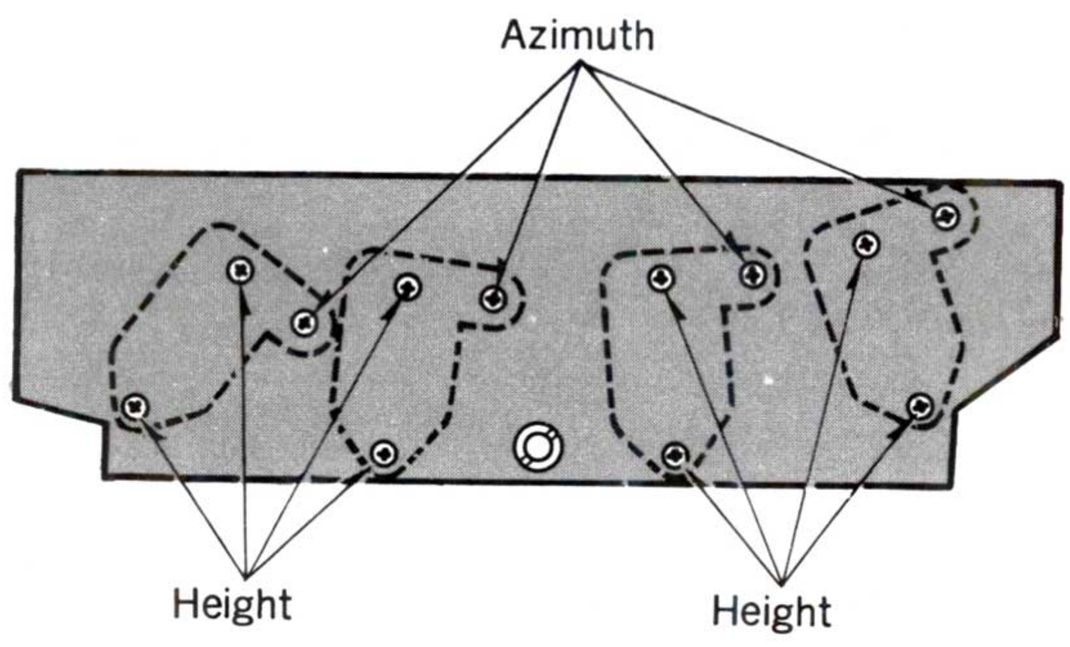
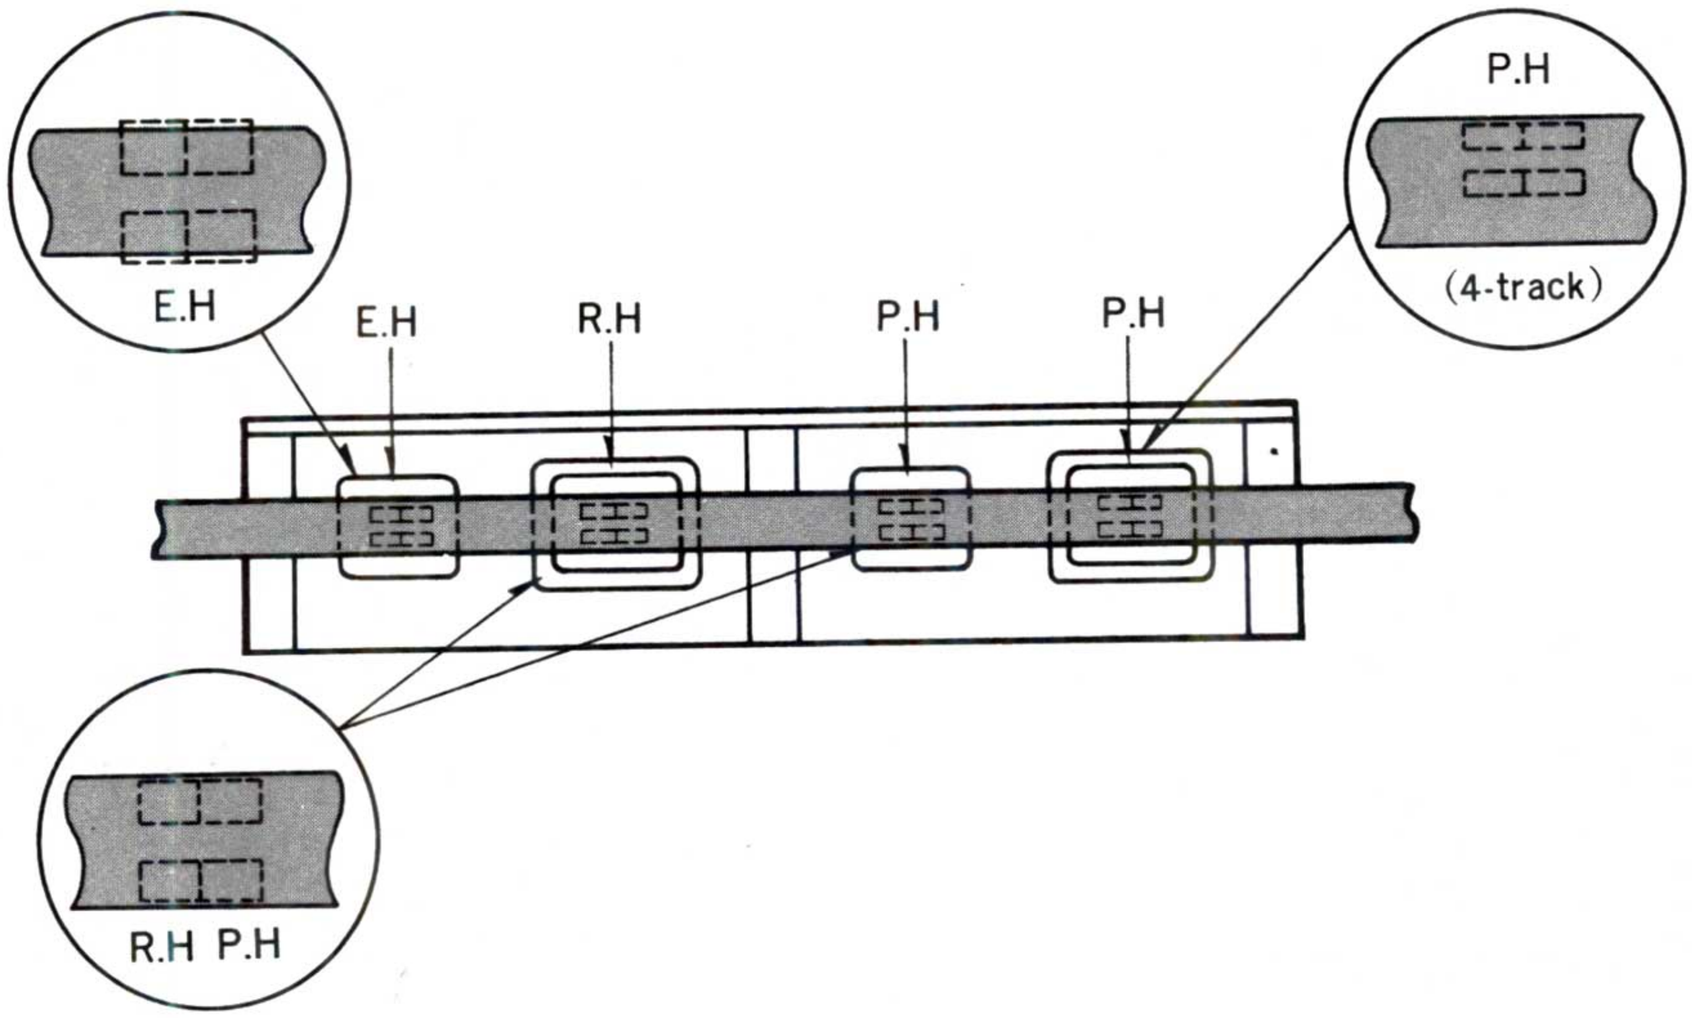

Fig. 10
Fig. 11
Adjust each head height adjust screws (shown in fig. 10) so that the record head core, the playback head core and the playback head core (4-track) should be even with the top of the tape as shown in fig. 11.
3. Play a head angle adjusting tape (15 kHz, O-AA), and adjust the head azimuth adjusting screw shown in fig. 10 so that line output becomes maximum.